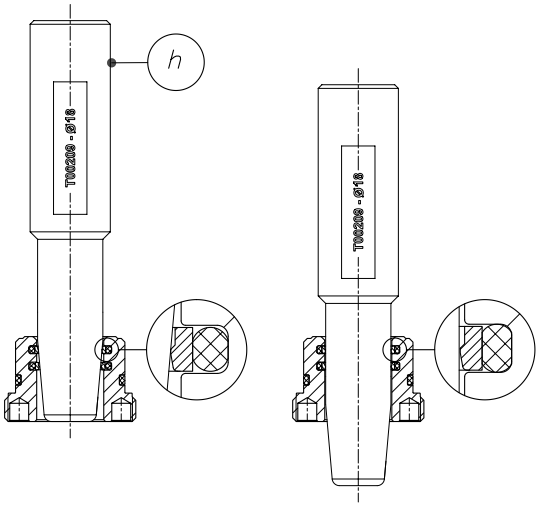

Figure 132: (z402-14) Calibrate inner sealings
17. Then calibrate the inner seals with the calibration mandrel (pos. h, see Fig. 132). To do this, insert it slowly and evenly into the screw-in housing cover or housing bottom (version 1) and pull it out again.